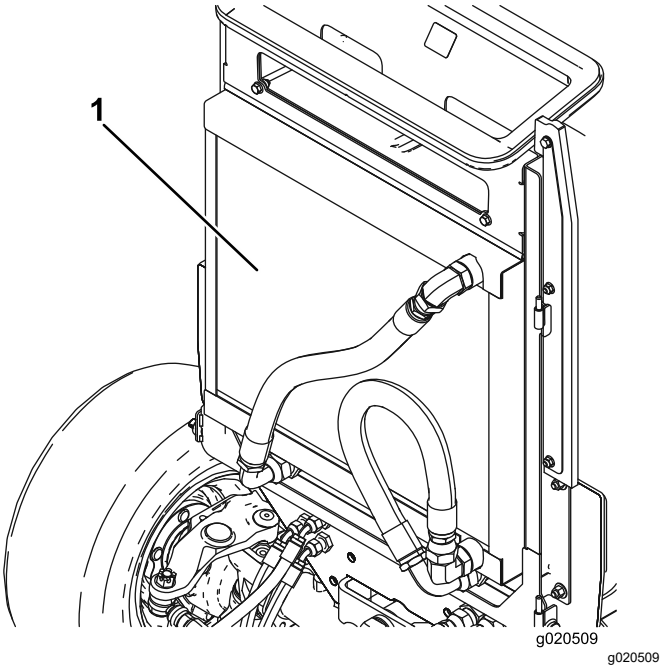

Figur 114
4. Rengör på båda sidor om oljekylaren/kylaren (Figur 114) ordentligt med tryckluft. Börja framifrån och blås skräpet bakåt. Rengör sedan bakifrån och blås framåt. Upprepa detta flera gånger tills allt skräp har försvunnit.